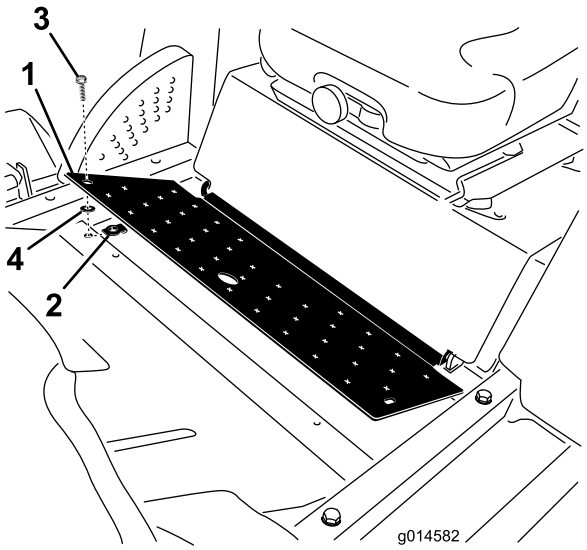

Figur 3
2. Monter en kontramøtrik ved hullet i stellet under forreste højre hjørne af gulvpladen (Figur 3).